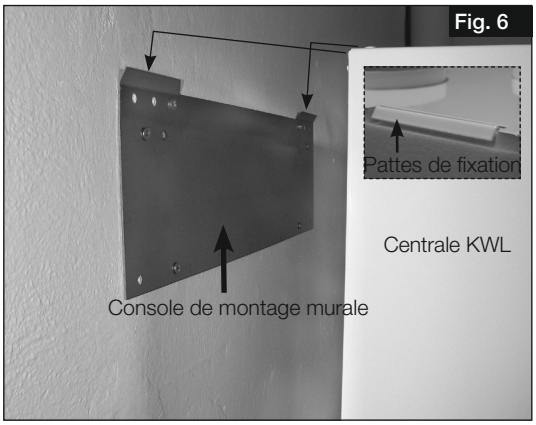

Fig. 6
3. Accrocher la centrale KWL dans le support mural à l'aide des pattes de fixation intégrées au dos de l'appareil (Fig.6).